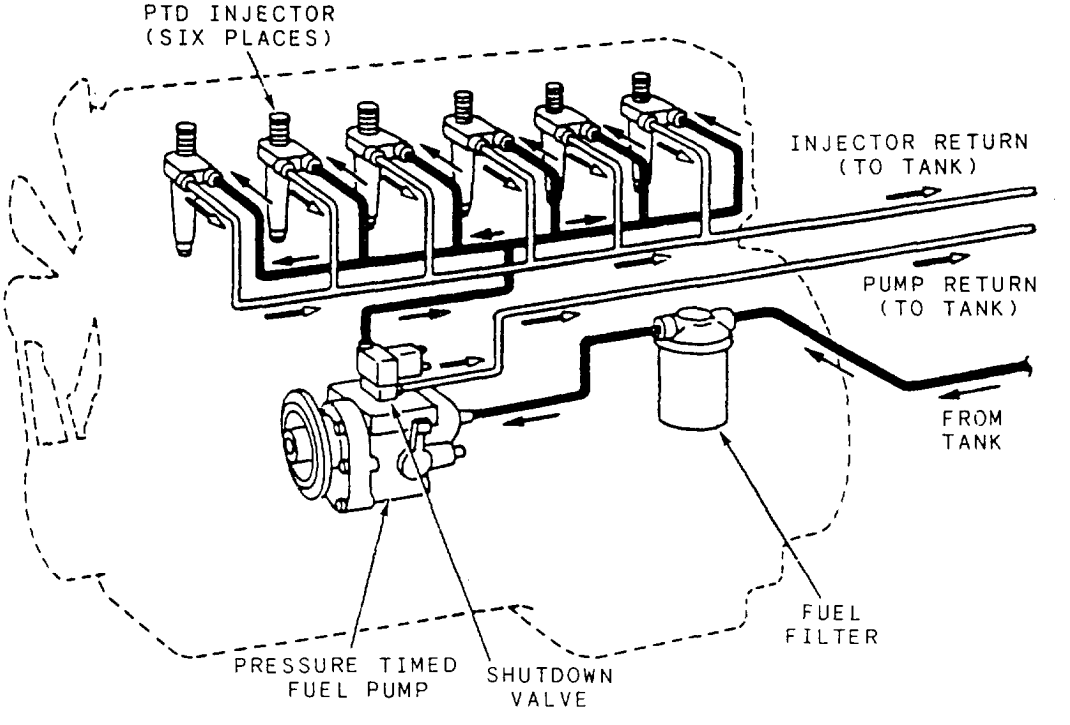

Figure 5-33.-Pressure-timed injection system.
The Cummins Pressure Time (PT) Fuel Injection System (fig. 5-33) consists of the fuel pump (with governor), the supply lines, drain lines, fuel filters, fuel injectors, and shutdown valve. An aneroid valve is installed on the fuel system of turbocharged engines only.